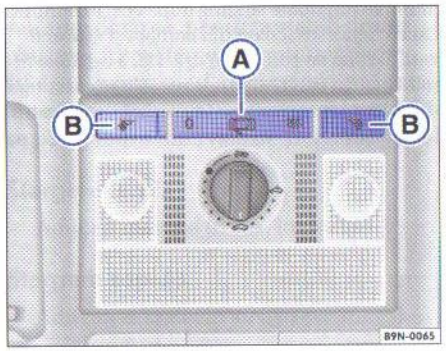

Fig. 25 Plafonul: Luminile interioare și lămpile pentru citit din față
De la butonul basculant ⇒ fig. 25 Ⓐ e pot selecta următoarele poziții:
Apăsaţi tasta corespunzătoare ⇒ pagina 47, fig. 25*(B) pentru a aprinde lampa pentru citit.